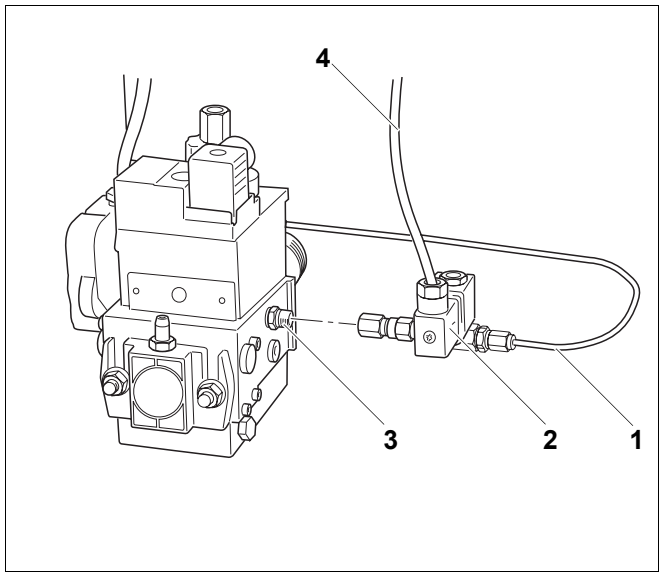

Rys. 95 Armatura gazowa
- Przykręcić istniejący przewód zapłonowy (rys. 95, **poz. 1**) do armatury gazowej (wewnątrz) i palnika zapłonowego.
- Przyłączyć zawór zapłonowy (rys. 95, **poz. 2**) do armatury gazowej (wewnątrz).
- Podłączyć załączony przewód zapłonowy do palnika zapłonowego i zaworu zapłonowego (rys. 95, **poz. 2**).
- Poprowadzić przewód przyłączeniowy zaworu zapłonowego (rys. 95, **poz. 4**) do sterownika palnika i przyłączyć zgodnie ze schematem ideowym.